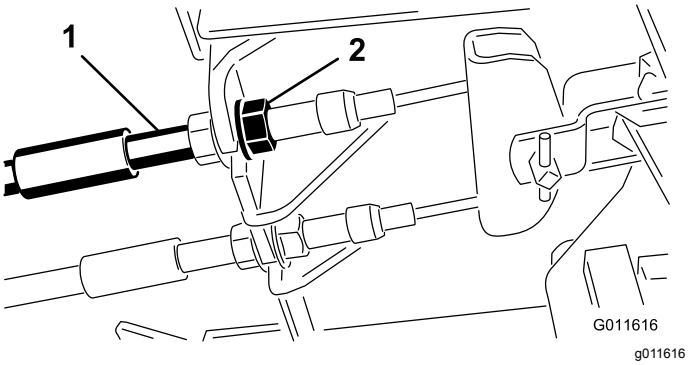

Figur 61
1. Hvis du vil redusere frigangen til bremsepedalene, strammer du bremsene ved å løsne den fremre mutteren på bremsekabelens gjengeende (Figur 61).